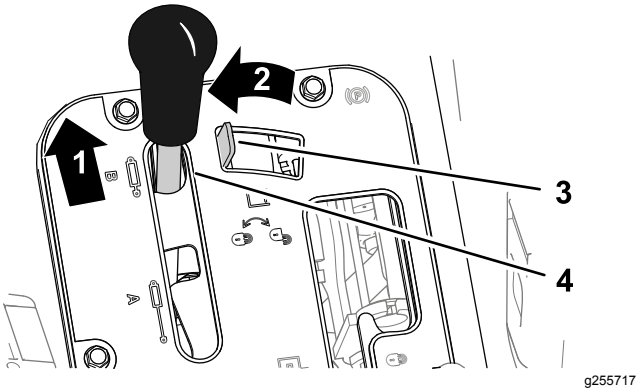

Figuur 36
1. Duw de hendel van de hydraulische hefinrichting naar voren (Figuur 36).
2. Beweeg de vergrendeling van de hydraulische hefinrichting naar links om de vergrendeling in werking te stellen (Figuur 36).